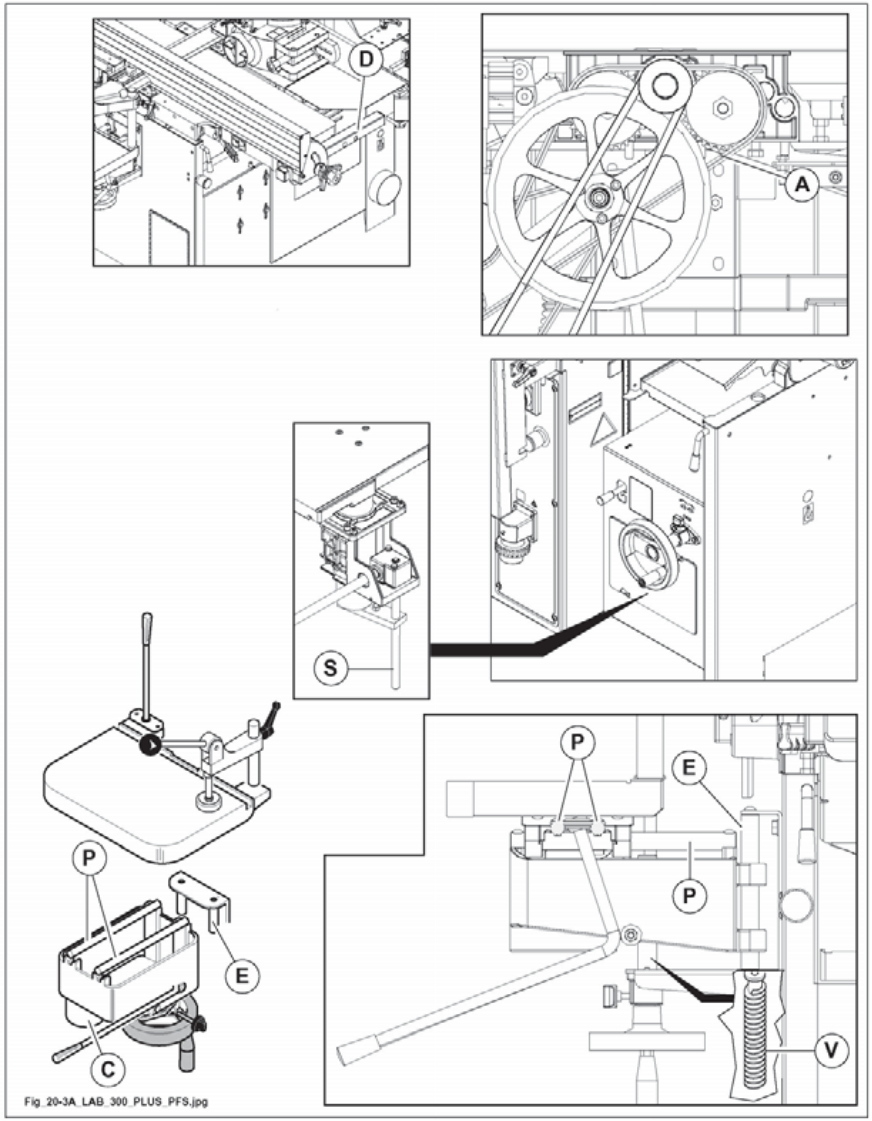

Abb. 20.3A
1) schnecke (V Abb.20.3A) zur Höhenverstellung des Langlochbohrers schmieren (OPT).
2) Dickentischhub - Die Hebeschrauben (S Abb. 20.3A).
3) Triebskette (A Abb.20.3A) für die Bewegung den Vorschbwalzen.
1) Die Gleitstange (D Abb. 20.3A) des Fügeanschlags.
2) Die Gleitstangen (P Abb. 20.3A) des Längslochbohrtisches (OPT).
3) Führung (E Abb. 20.3A) für das Gleiten der Längslochbohrvorrichtung (OPT).